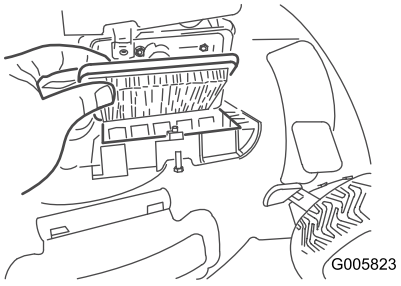

Bild 21
1. Öffnen Sie die Luftfilterabdeckung mit einem Schraubenzieher (Bild 21).